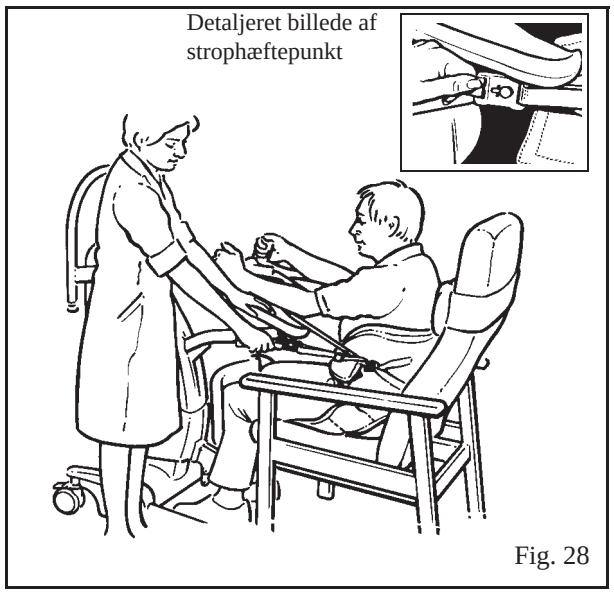

Fig. 28
4. Du skal løsne hver af fastgørelsesstropperne (om nødvendigt) lige netop nok til at hægte fastgørelsesklemmerne på hæftepunkterne på ydersiden af Arc-Rest. (Se fig. 28)